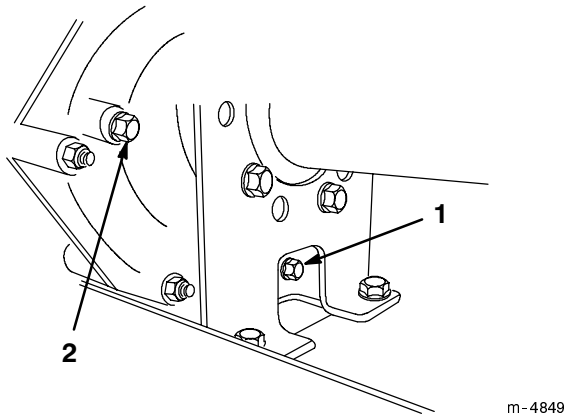
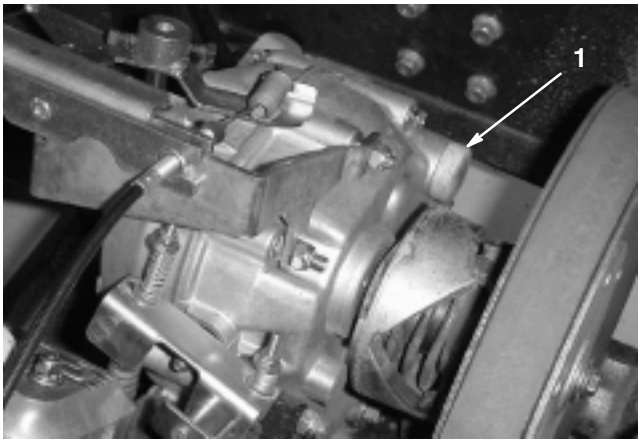

Figure 31
Figure 32
2. Remove drain plug from right side of reservoir (Fig. 31) and let fluid flow into drain pan. Reinstall and tighten plug when fluid stops draining.
3. Fill the reservoir (Fig. 32) with approximately 1-1/2 qt. (1.4 liters) of 10W30 motor oil or until the oil level is at the bottom of the level indicator hole (Fig. 31).